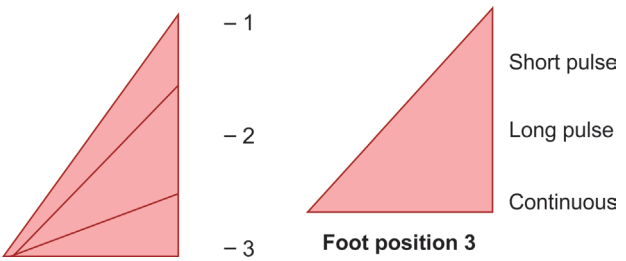

Fig. 7: Low-power pulse.
- Foot pedal position 3 is divided into three compartments from top to bottom. As you press the foot pedal, it will start working as short pulse, then in mid-phase as long pulse and when you press completely, it works as a continuous mode of energy **(Fig. 7)**.